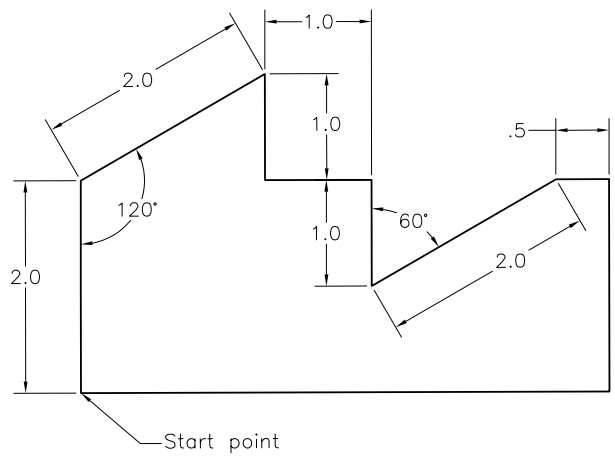

Figure 2-49 *Drawing for Example* ***5***
In this example, you will set the units of a drawing based on the specifications given below and then draw Figure 2-49.
6. With the units set, you need to draw Figure 2-49 using the relative polar coordinates. Turn off the dynamic input. The prompt sequence to complete the sketch is as follows: